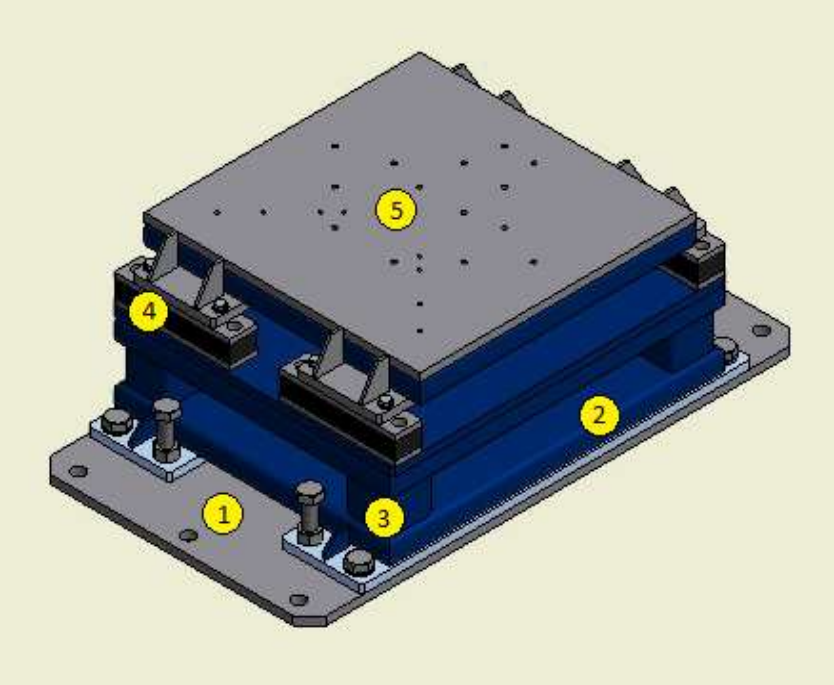

Figura 66: Unità base.
- Unità base (v. Figura 66).
Riferendosi alle Figura 66, l'unità base è essenzialmente costituita da: